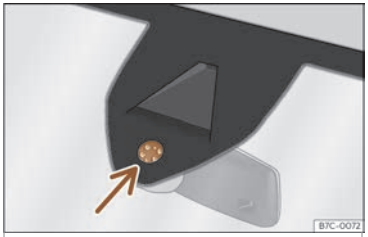

Fig. 93 Superficie sensible do sensor de choiva.
As posibles causas de anomalías e interpretacións erróneas *na área da superficie sensible*››› **fig. 93** do sensor de choiva son, entre outras:
- **Limpe regularmente a superficie sensible do sensor de choiva>>> fig. 93 (frecha) e comprobe posibles danos nas gomas.**